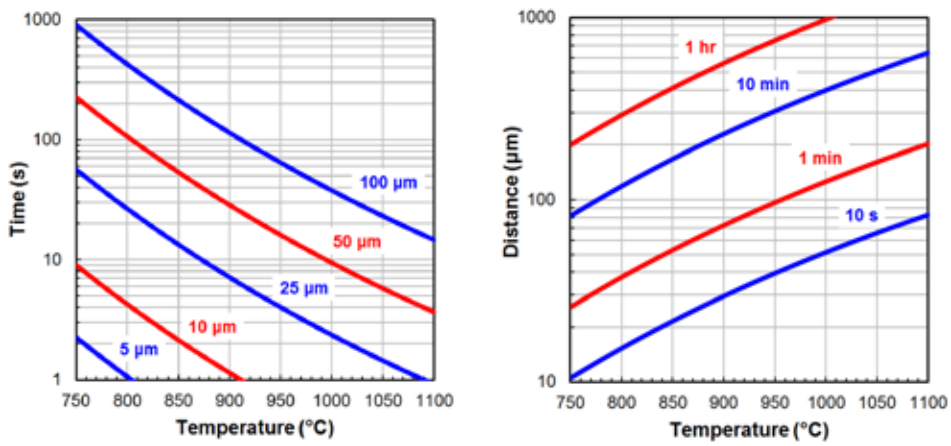

Figure 1: Calculations using Equations 4 and 5 to approximate the distance carbon can diffuse in austenite as a function of time at temperature [2, 3].
Figure 1 shows Equations 4 and 5 solved for carbon in austenite over a broad range of temperatures, times, and diffusion distances using consistent units. It is important to emphasize the two plots are approximations that do not account for the statistical nature of diffusion as well as common phenomena such as grain boundary and pipe diffusion. In addition, the presence of alloying elements such as chromium (Cr), molybdenum (Mo), vanadium (V), and tungsten (W) have been shown to significantly decrease decarburization rates [4]. However, this approach allows a process engineer to quickly determine what is feasible and what is not.